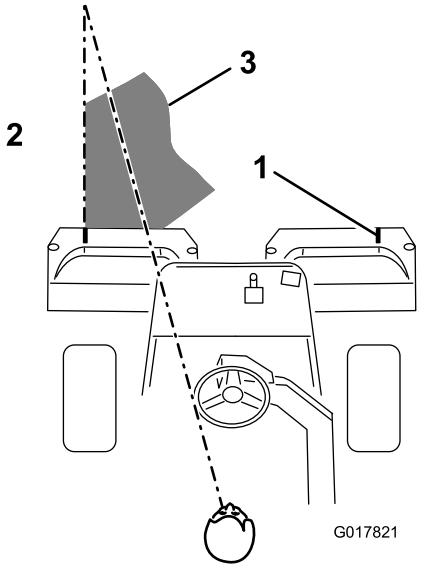

Figuur 38
4. Zorg ervoor dat een nieuwe maaibaan de vorige maaibaan zo weinig mogelijk overlapt. Om ervoor te zorgen dat u het gazon in een rechte lijn maait en de machine op een gelijke afstand van de rand van de vorige maaibaan blijft, moet u uitgaan van een denkbeeldige zichtlijn, ongeveer 1,8 tot 3 m vóór de machine tot de rand van het ongemaaide deel van de green (Figuur 38). Sommige bestuurders vinden het handig de buitenrand van het stuurwiel deel te laten uitmaken van de zichtlijn; d.w.z. de rand van het stuurwiel in een rechte lijn te houden ten opzichte van een punt dat altijd op dezelfde afstand van de voorkant van de machine blijft (Figuur 38).